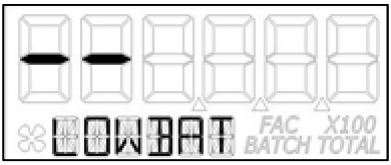

Figure 11-5
**NOTE:** If the battery life is sufficiently low, “LOWBAT” will be displayed in the information row. This low battery message will be displayed automatically without running a diagnostic battery check. (See Figure 11-5)